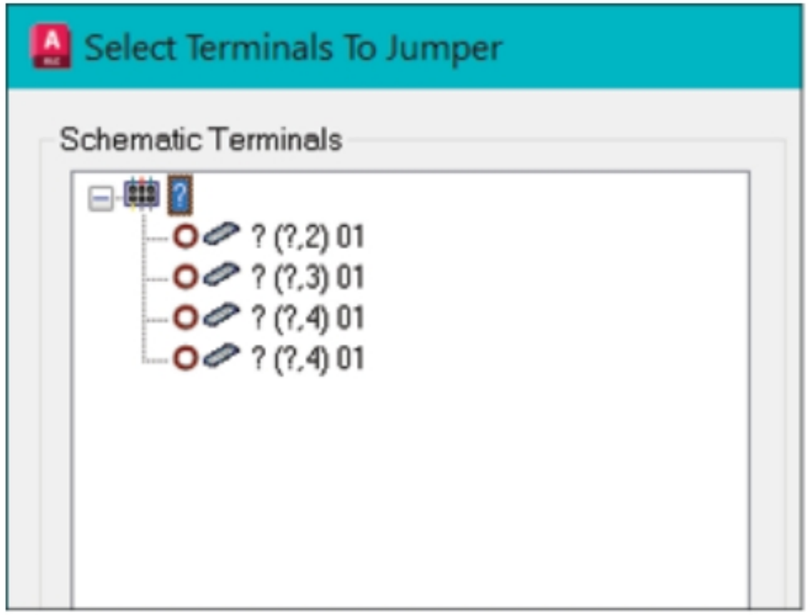

Figure-23. Terminals in schematic drawing
- Expand the node in **Schematic Terminals** area of the dialog box. All the terminals in the drawing will be displayed; refer to Figure-23.